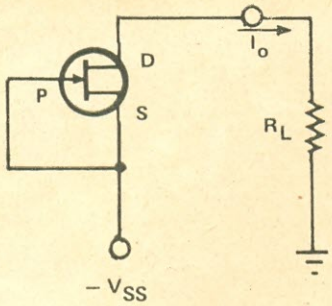

FIG. 11 — Circuito de um gerador de corrente constante que utiliza um T.E.C.
O circuito que utilizaremos para o nosso gerador de corrente está na Fig. 11. Nele se vê que a porta (P) está ligada ao supridouro (S), sendo a carga ligada entre o dreno (D) e a massa. Com esta montagem, tomando-se o cuidado de fazer com que a tensão $V_{DS}$, entre o supridouro e o dreno, seja maior que o valor da tensão de corte ("pinch off") Vp, o T.E.C. operará em sua região de corrente constante, e assim, grandes variações na tensão $V_{DS}$ terão pouco, ou nenhum, efeito na corrente de dreno, que será a corrente de saída. Conclui-se, assim, que tanto a carga como $V_{DS}$ poderão variar bastante, mas que ainda manteremos a corrente de saída constante.
FIG. 12 — Quando se deseja uma corrente de saída com valor diferente de $I_{DSS}$, no circuito da Fig. 11, emprega-se um resistor entre o supridouro do T.E.C. e a fonte $V_{SS}$.